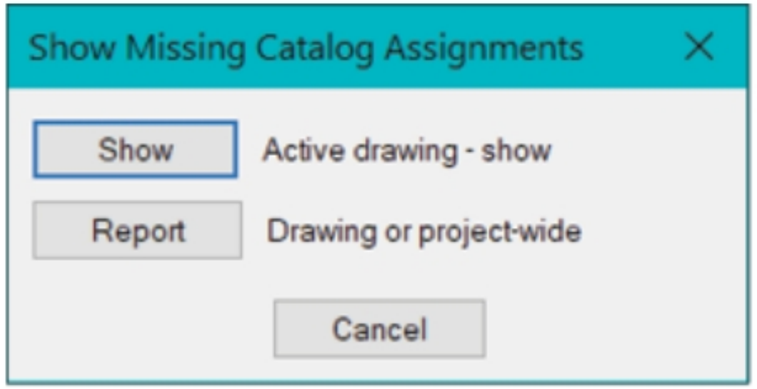

Figure-14. Show Missing Catalog Assignments dialog box
- Click on the **Missing Catalog Data** tool from the **Schematic** panel. The **Show Missing Catalog Assignments** dialog box will be displayed; refer to Figure-14.